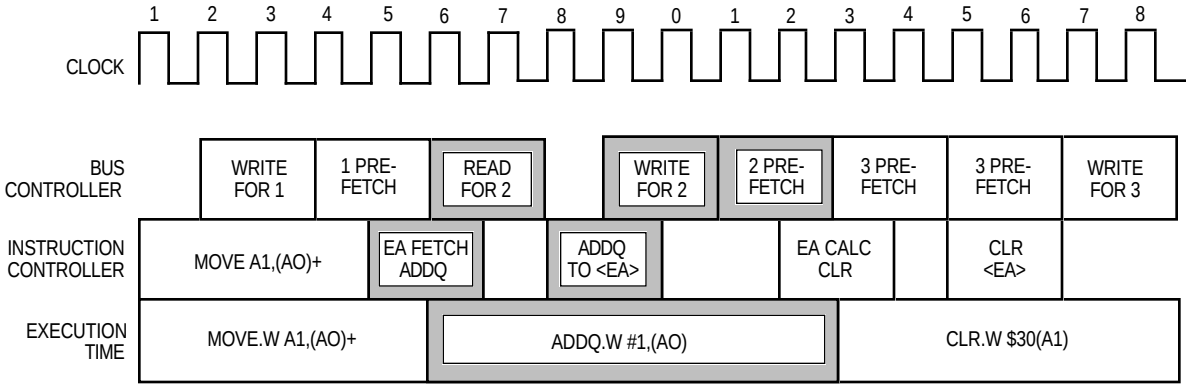

Figure 5-33. Example 1—Instruction Stream
5.7.2.1 TIMING EXAMPLE 1—EXECUTION OVERLAP. Figure 5-33 illustrates execution overlap caused by the bus controller's completion of bus cycles while the sequencer is calculating the next EA. One clock is saved between instructions since that is the minimum time of the individual head and tail numbers.